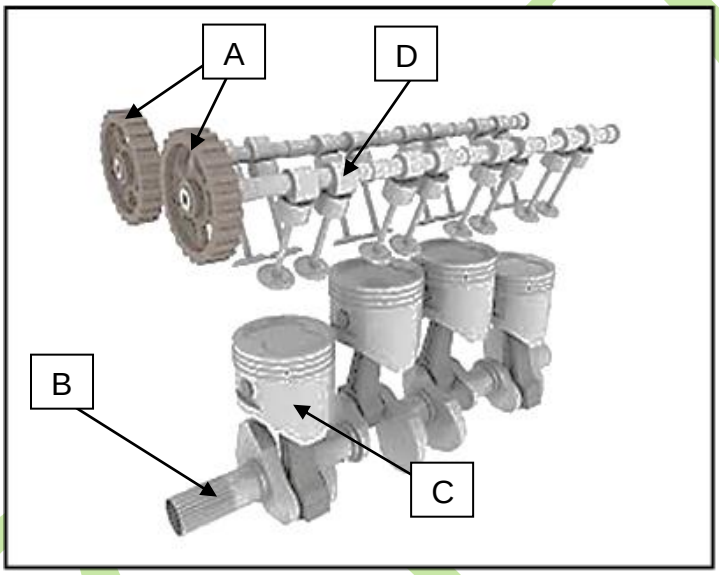

FIGURE 3 (3)
4.1 Explain how the parts labelled B and C in FIGURE 3 below work together to produce turning motion for the wheels. Include other parts that are involved in this process. (3)